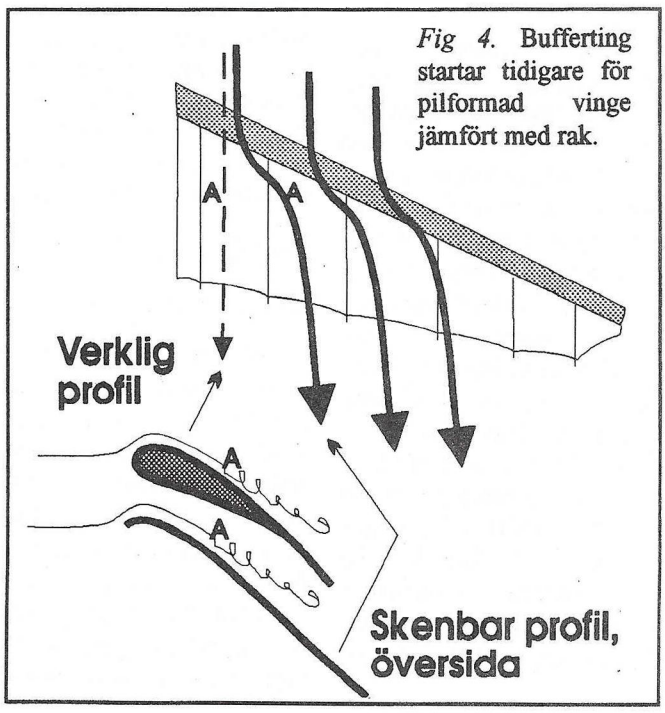
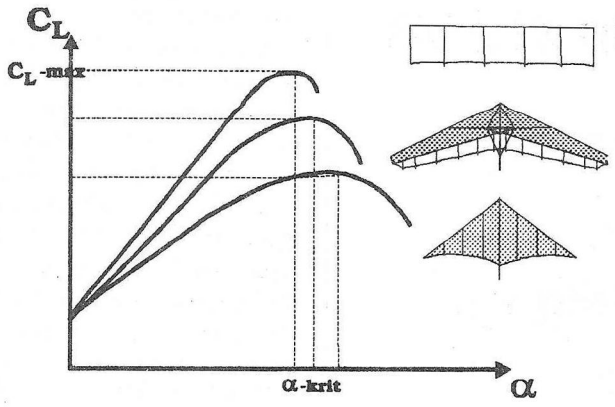

Fig 4. Bufferting startar tidigare för pilformad vinge jämfört med rak.
Fig 5. Jämfört med den raka vingen ger ökande pil/deltaform lägre CL-max, högre stallhastighet och större buffertingområde.
Pilform/deltaform har stor inverkan. Vid strömning över vingframkanten sugs luften mot det lägre trycket längre bak. För pilvingen/deltavingen ligger delar som befinner sig längre ut också längre bak och luften sugs därför både bakåt och utåt. Luften får på detta sätt en längre väg över vingen. Genom att tryckfördelningen nu är fördelad över en längre sträcka kommer avlösningspunkten (A) att hamna längre fram och bufferting starta tidigare. Se fig 4. Å andra sidan kan denna vinge fortfarande generera lyftkraft upp till större anfallsvinklar innan den slutliga vikningen sker. Se fig 5. Vid dessa stora anfallsvinklar är det inducerade motståndet mycket stort.